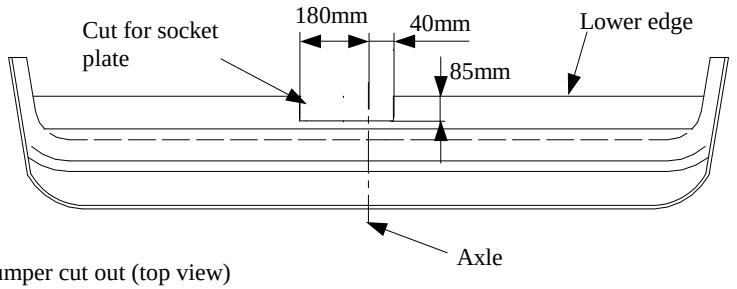

Fig. 2 Bumper cut out (top view)
3. Slide the bar (pos. 1) into the chassis and then fix with M10x40mm bolts (pos. 5) with big washers ø30xø10,5x2,5mm (pos. 8) from the towbar equipment. Choose holes depend on car type.
5. Fix body of the automat (pos. 7) using bolts M12x25mm (pos. 4) from accessories. Place tow-ball (pos. 2) according to supplied instruction.
6. Fix the socket plate (pos. 3) as shown on the drawing.
7. Cut the bumper according to figure 2 and mount it to the car.